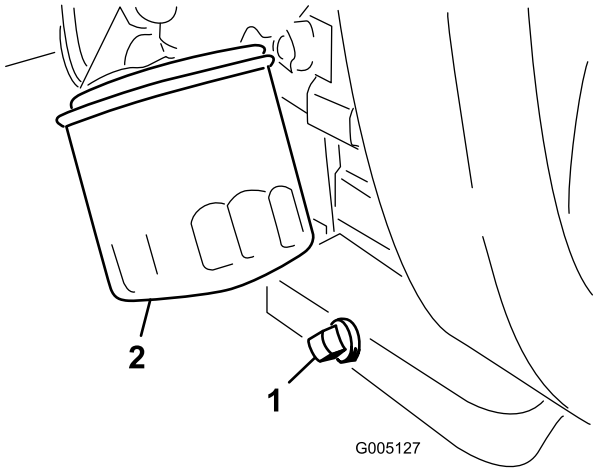

Figur 42
1. Ta bort avtappningspluggen (Figur 42) och låt oljan rinna ned i ett avtappningskärl. Sätt tillbaka avtappningspluggen när oljan har slutat rinna.
2. Avlägsna oljefiltret (Figur 42).